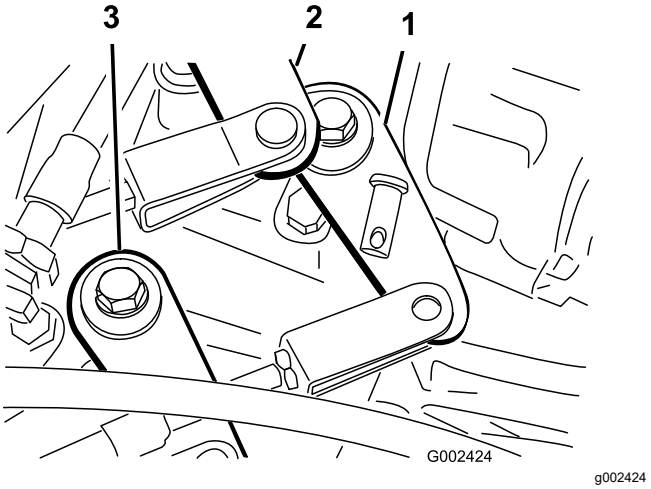

Figur 53
2. Fjern gaffelboltene, der fastgør gearkablerne til gearkassens geararme (Figur 53).
1. Fjern gaffelboltene, der fastgør kablet til højt/lavt hastighedsområde til gearkassen (Figur 53).